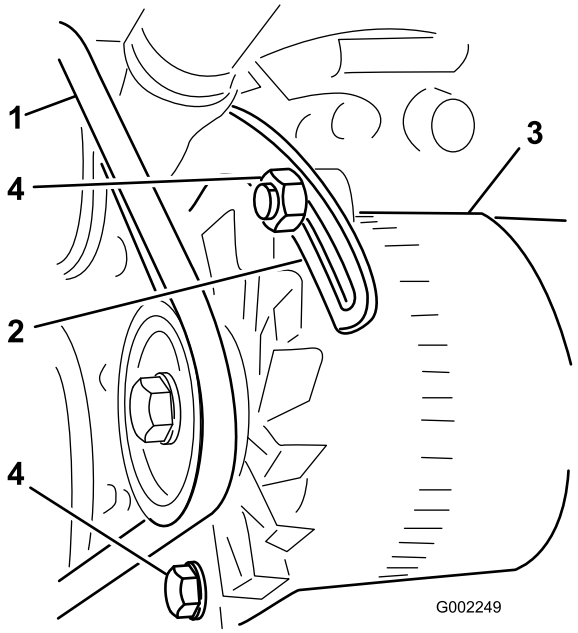

Figure 55
3. Loosen the bolts that secure the brace to the engine and the bolt that secures the alternator to the brace (Figure 55).